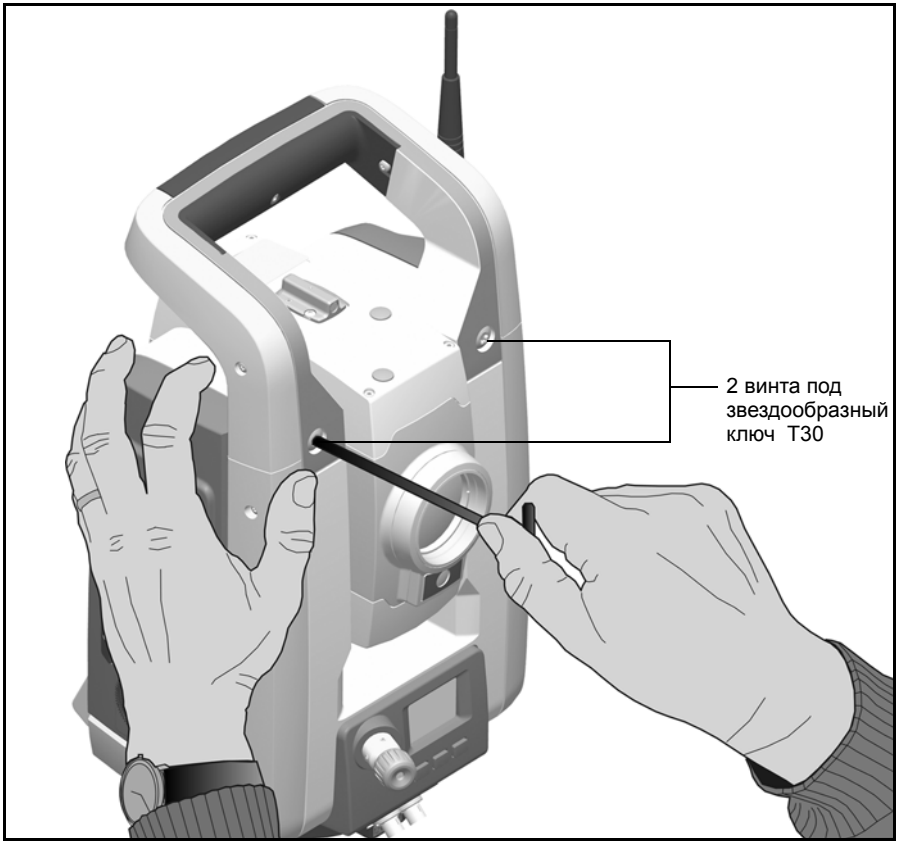
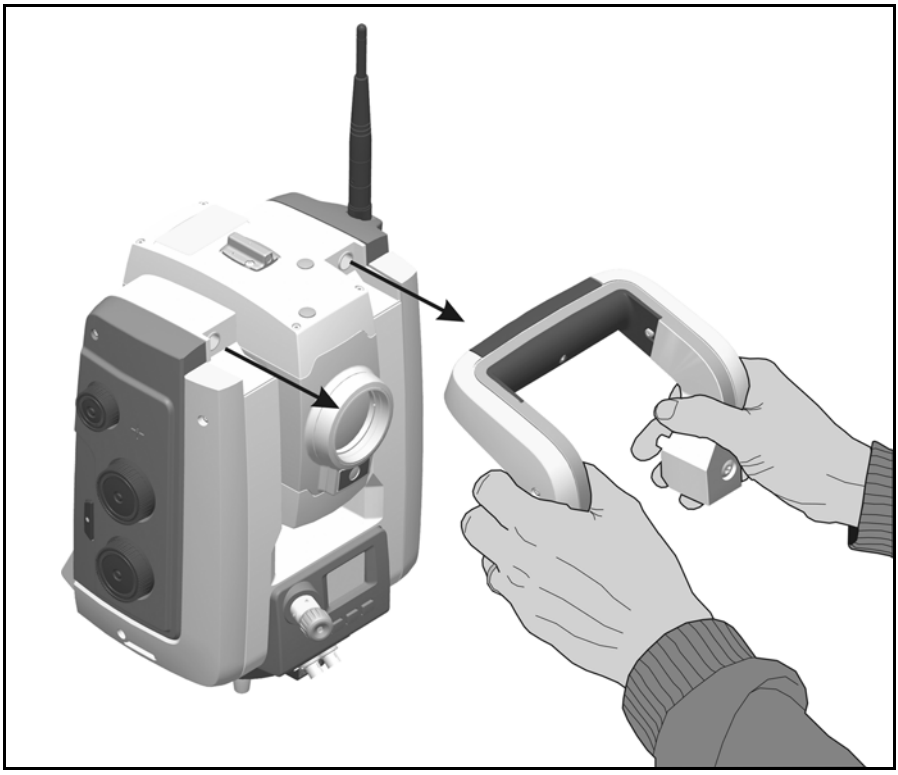

Рис. 3.20. Снятие ручки инструмента
Рис. 3.21. Отсоединение ручки инструмента
2. Сдвиньте ручку горизонтально с передней части инструмента. См.рис. 3.20 и рис. 3.21